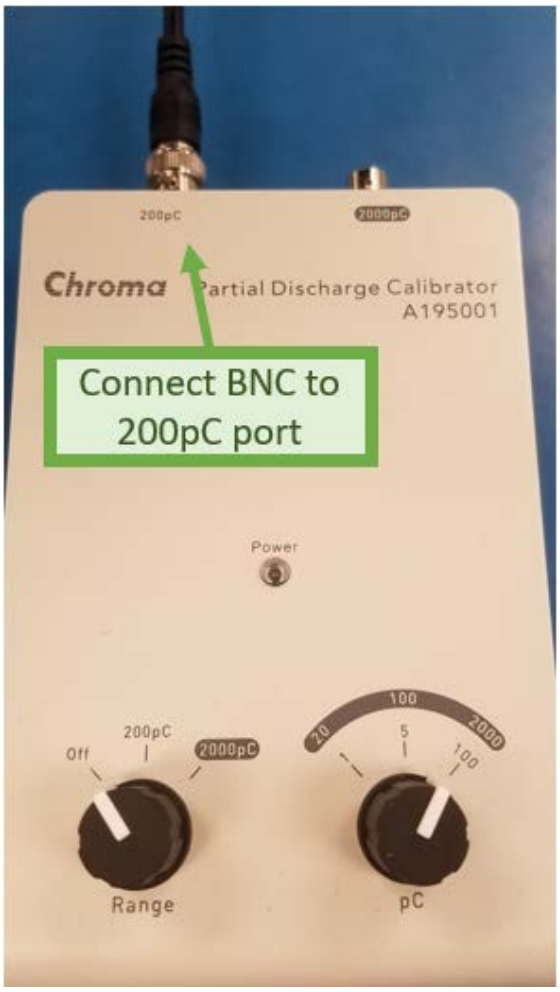

Figure 3
a. Connect the **BNC side of the Cable** to the **200pC** port of the **A195001 Verification Kit** (see Fig. 3)